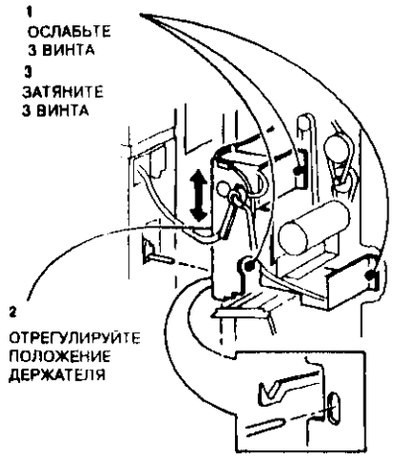

Рисунок 7. Регулировка положения держателя
1. (Рисунок 7) Для обеспечения полного контакта активатора и блокировочного выключателя при стыковке сортера-степлера с копировальным аппаратом отрегулируйте положение держателя активатора. Убедитесь, что активатор попадает точно в отверстие и не задевает корпуса аппарата.